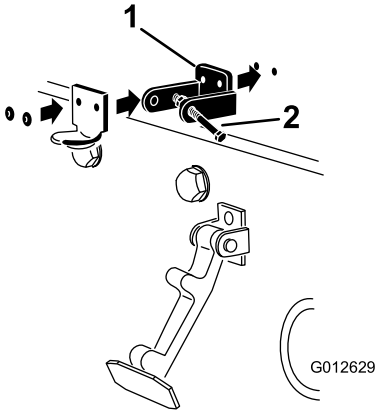

**Figur 8**
3. Plasser CE-låsebraketten og panserlåsbraketten på panseret på linje med monteringshullene. Låsebraketten må være mot panseret (Figur 8). Ikke fjern bolten og mutteren fra låsebrakettarmen.
5. Nagle brakettene og skivene til panseret (Figur 8).